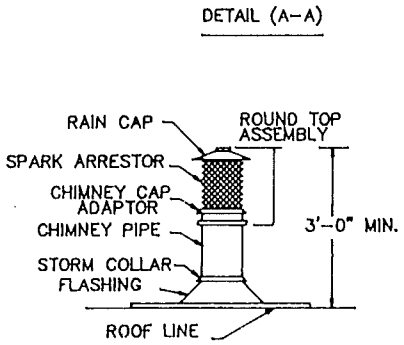

FIGURE 39
2. Install the storm collars over the roof flashing. The storm collar must rest on top of the flashing spacers. Install the tabs through the slot on the opposite end of the storm collar and push storm collar down over the chimney so that it rests on the roof flashing spacers. Pull the tab to tighten the storm collar against the chimney pipe. Seal top edge of storm collar with non-combustible waterproof sealant. See figure 39.